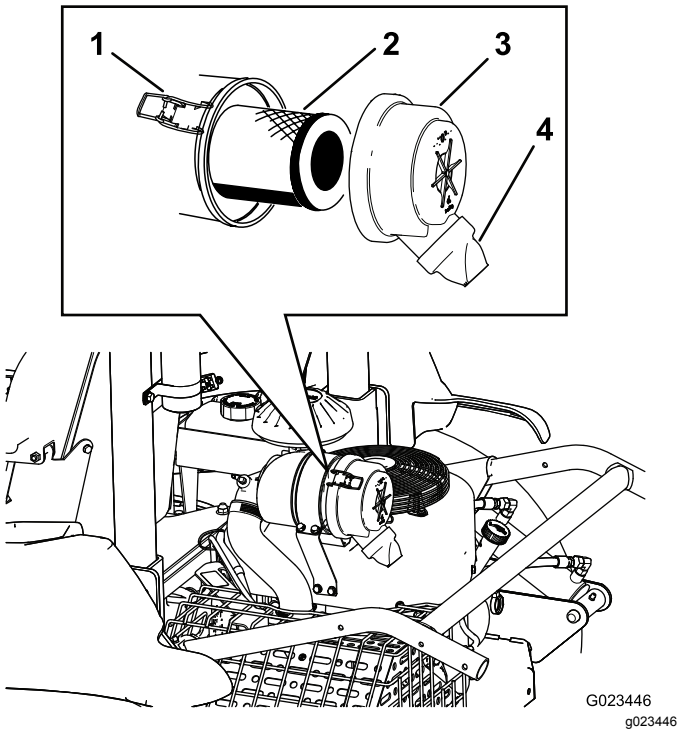

**Figur 42**
2. Åbn låsene, der fastgør luftfilterdækslet til luftfilterhuset (Figur 42).